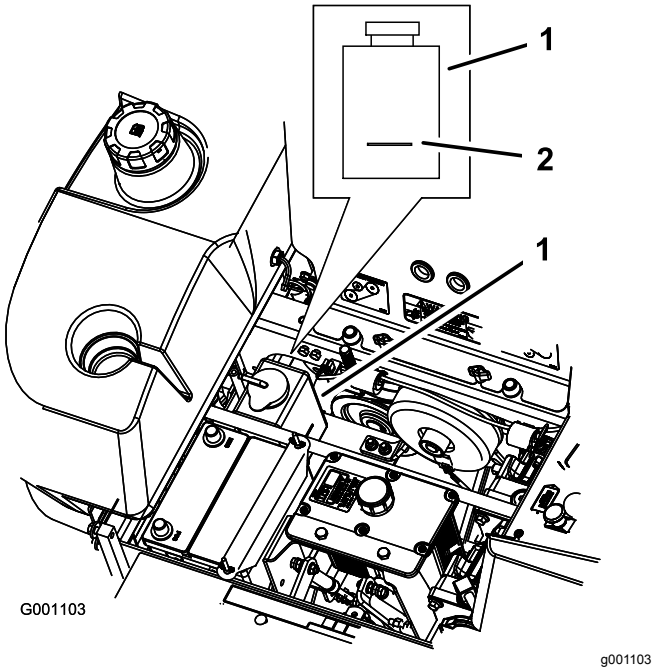

Figur 57
3. Kontroller, at motorkølervæsken ikke løber over. Væskestanden skal nå op til mærket på beholderens yderside (Figur 57).
4. Hvis kølervæskestanden er lav, skal du tilføre en 50/50-blanding af antifrostopløsning med forlænget levetid og vand i beholderen (Figur 57).
5. Hæld 50/50-kølervæskeblandingen i beholderen, og fyld op til indikatorlinjen på beholderen (Figur 57).